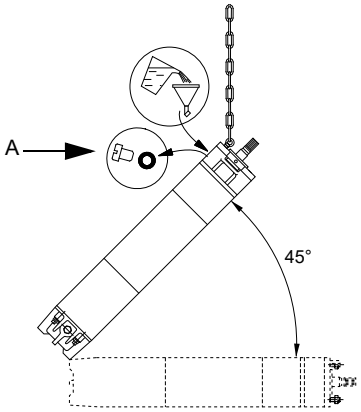

Рис. 7 Электрлі қозғалтқыштың толтыру кезіндегі күйі – MMS
1. Электрлі қозғалтқышты қозғалтқыштың жоғарғы бөлігі жоғары бағытталғандай етіп 45° бұрышпен орнатыңыз. *Рис. 7*-суретті қараңыз
2. Резьбалық тығынды (A) әлсіретіңіз және құйғышты саңылауға орнатыңыз.